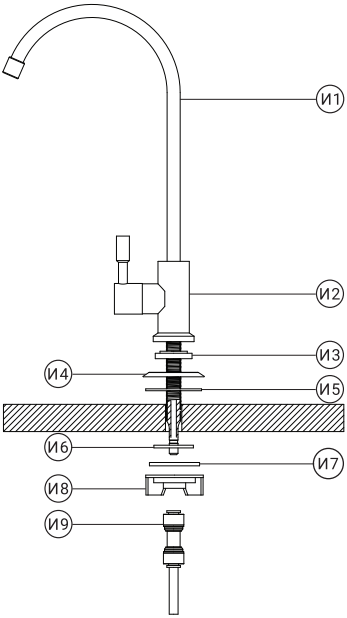

Рис. 12
2. Удалите транспортную заглушку и произведите монтаж крана (рис. 12) в следующей последовательности:
5. Фитинг 1/4" вместе с установленной в него трубкой подключите к штоку крана чистой воды (см. раздел «Присоединение трубок» (стр. 9), рис. 12).